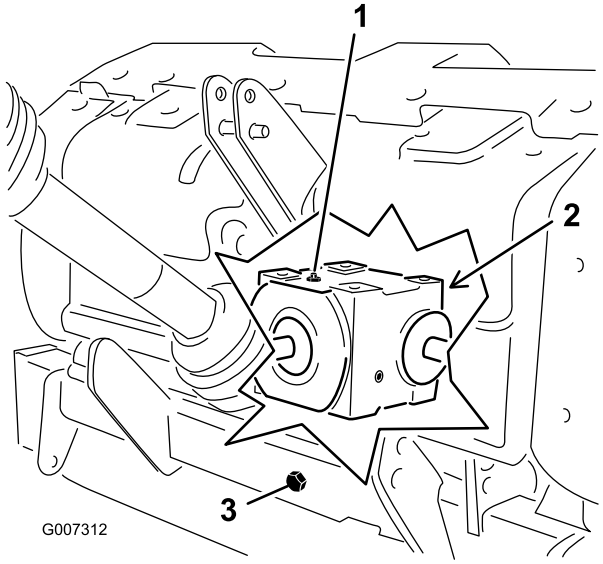

Figur 27
2. Ta bort kontrollpluggen från växellådan (Figur 27).
3. Kontrollera att oljan når upp till den nedre delen av kontrollpluggshålet i växellådan (Figur 27).
1. Ta bort skräp från påfyllningspluggen och tappa ur locket för att undvika kontamination (Figur 27).